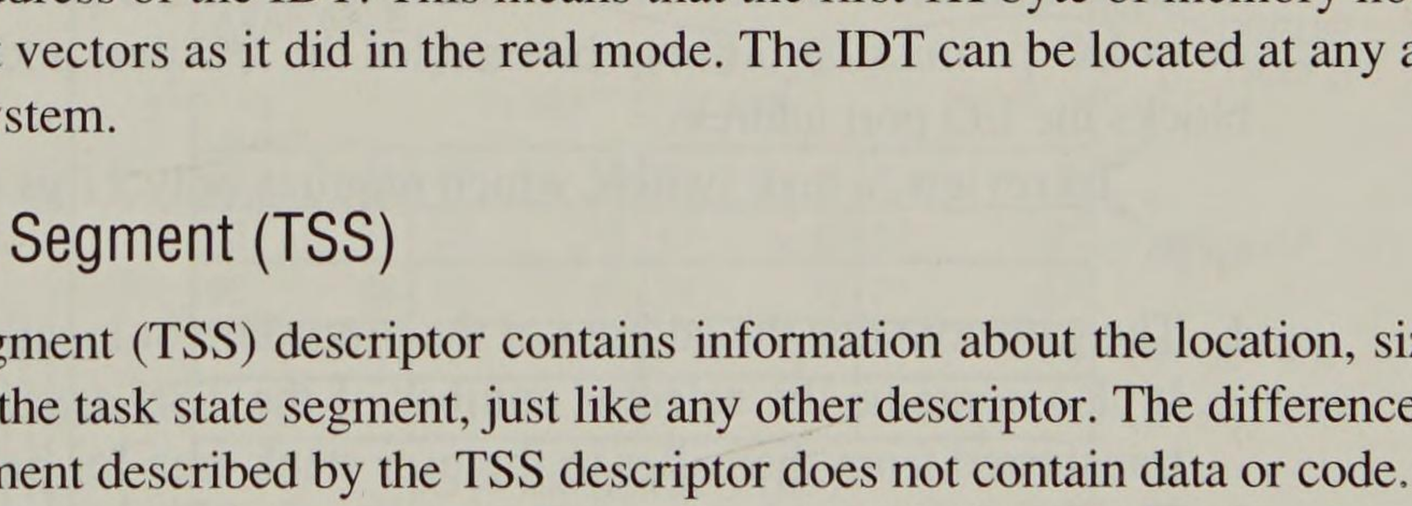

**FIGURE 9–18** The gate descriptor for the 80386 microprocessor.
The TSS is illustrated in Figure 9–19. As can be seen, the TSS is a formidable section of memory, containing many different types of information. The first word of the TSS is labeled back-link. This is the selector that is loaded into the TR on a return (RET or IRET) to link back to the prior TSS. The following word must contain a 0. The second through the seventh doublewords contain the ESP and ESS values for privilege levels 0–2. These are required in case the current task is interrupted so these privilege level (PL) stacks can be addressed. The eighth word (offset 1CH) contains the contents of CR3, which stores the base address of the prior state's page directory register. This must be restored if paging is in effect. The contents of the next 17 doublewords are loaded into the registers indicated. Whenever a task is accessed, the state of the entire machine (all of the registers) is stored in these memory locations and then reloaded from the same locations in the new TSS. The last word (offset 66H) contains the I/O permission bit map base address.